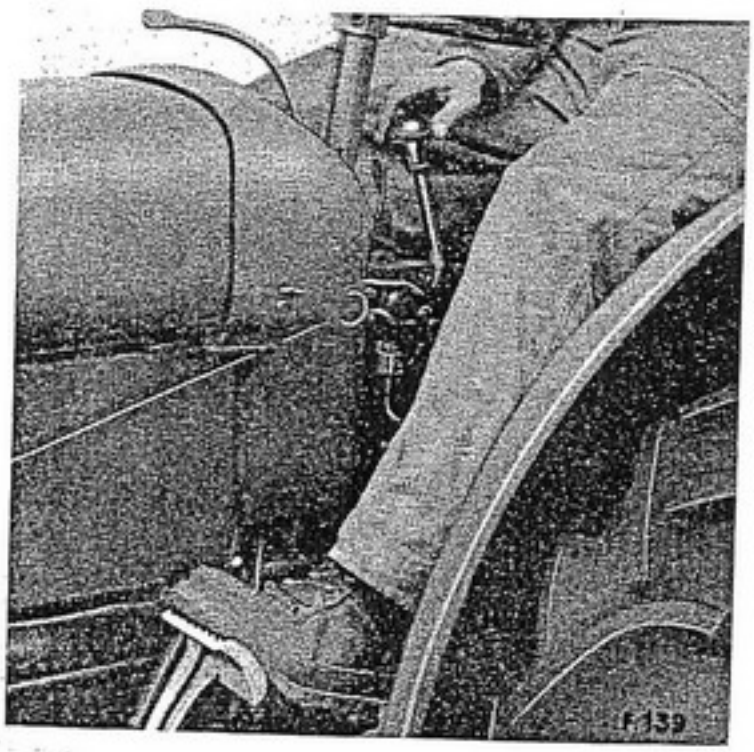

FIGURE 16 - Changement de vitesse avant la mise en marche du tracteur.
2. Débrayez en appuyant à fond sur la pédale de débrayage, figure 16.